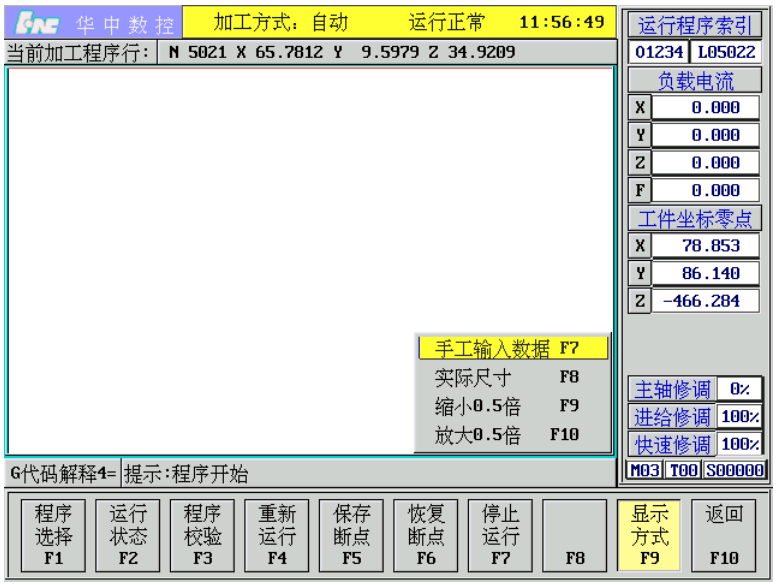

图 8.2.12　图形显示参数
(2) 按 Enter 键，弹出如图 8.2.12 所示菜单；
(1) 一般不用输入图形显示参数，因为系统会自动选取最优化的图形显示参数；
(2) 图形显示的放大倍数可直接在图 8.2.12 下通过选择实际尺寸、放大 0.5 倍、缩小 0.5 倍选项控制；
(3) 三维图形的显示视角也可由▲、▼、►、◄按键来控制，方法如下：